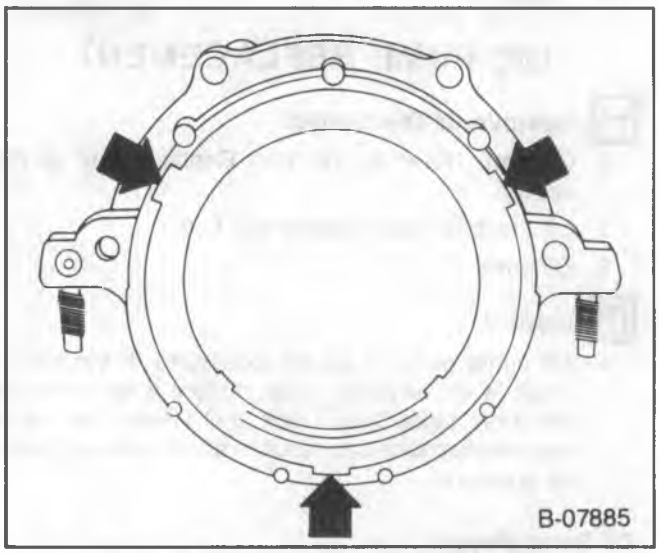

Figure 21—Seal Removal Notches
Remove or Disconnect (Figure 21)
3. Rear crankshaft oil seal. Insert a screwdriver into the notches provided in the seal retainer and pry the seal out (figure 21). Take care not to damage the crankshaft sealing surface.
Remove or Disconnect (Figures 21 and 23)
4. Screws (80) and nuts (81).
5. Seal retainer (82).
6. Gasket (84).
7. Rear crankshaft oil seal. Insert a screwdriver into the notches provided in the seal retainer and pry the seal out (figure 21).
Install or Connect (Figures 21 and 23)